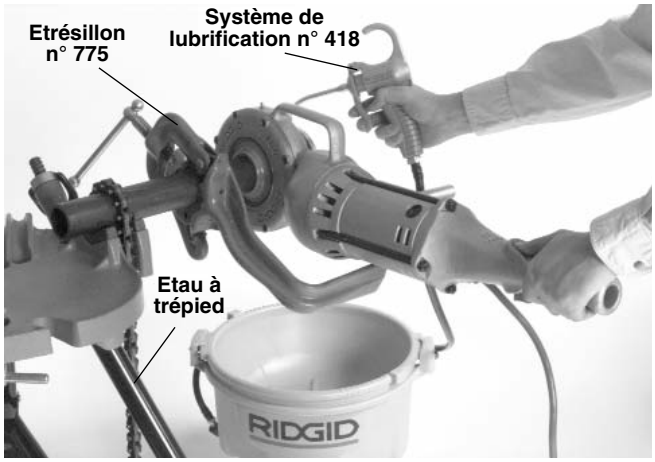

Figure 4 – Filetage d'un tuyau Ø 2 po avec le système d'entraînement positionné du côté gauche de l'étau
3. Assurez-vous que le système de lubrification est bien rempli d'huile de coupe RIDGID. Positionnez le système de lubrification devant l'étau *(Figure 4)*.
4. Positionnez l'étrésillon n° 775 sur le tuyau de manière à ce que son tenon se trouve à fleur de l'extrémité du tuyau *(Figures 4 et 5)*. Assurez-vous que les mâchoires s'engagent bien d'équerre sur le tuyau, puis serrez la poignée à fond afin d'empêcher le dérapage des mâchoires.
⚠ MISE EN GARDE Afin d'éviter de graves blessures, assurez-vous que le système d'entraînement est correctement positionné sur l'étrésillon *(Figures 4, 5 et 6)*. Pour les pas à droite, la tête de filière tournera à droite (vue de face). Le couple développé lors de l'opération de filetage sera en sens inverse, voire à gauche.